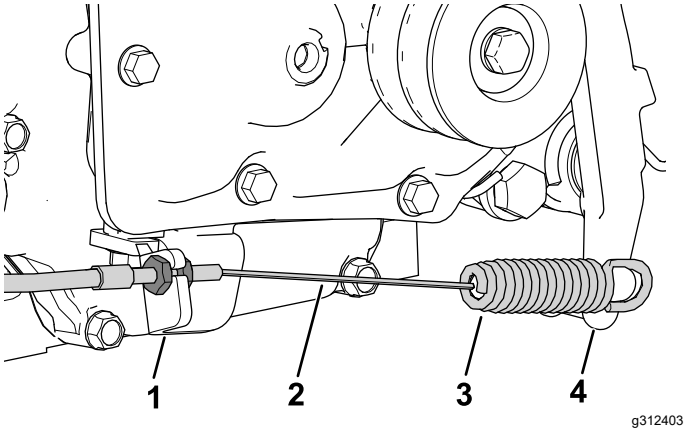

Figur 5
5. Monter koblingskablet på koblingspladen (Figur 5).
6. Monter enden af koblingskablets fjeder på koblingsarmen (Figur 5).